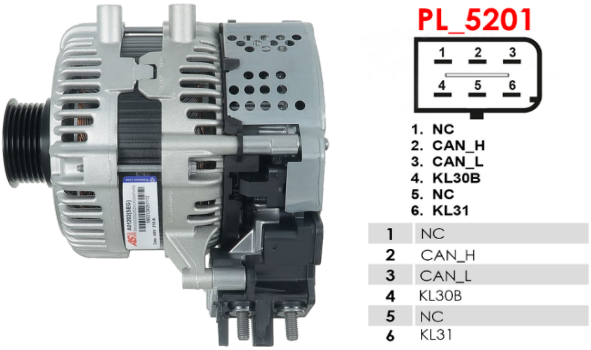

Figura 27. Arrancador-generador L1TA-11238 y designación de terminales en el conector
1.1. Como ejemplo, en la Figura 27 y en la Tabla 6 se muestra el esquema de conexión del starter-generador de 48 V L1TA-11238.